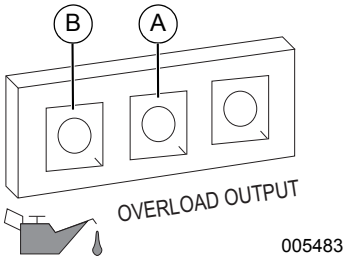

***Figure 3-3.Shutdown Fault***
**IMPORTANT NOTE: Do not overload generator or individual panel receptacles. See *Figure 3-3*. If an overload occurs, the overload LED (A) will illuminate and AC output ceases. To correct, see *Generator Status Lights*. Read *Know Generator Limits* carefully.**
The engine is equipped with a low oil level sensor that shuts down the engine automatically when the oil level drops below a specified level to prevent engine damage. See *Figure 3-3* (B). The engine will not run until the oil has been filled to the proper level.